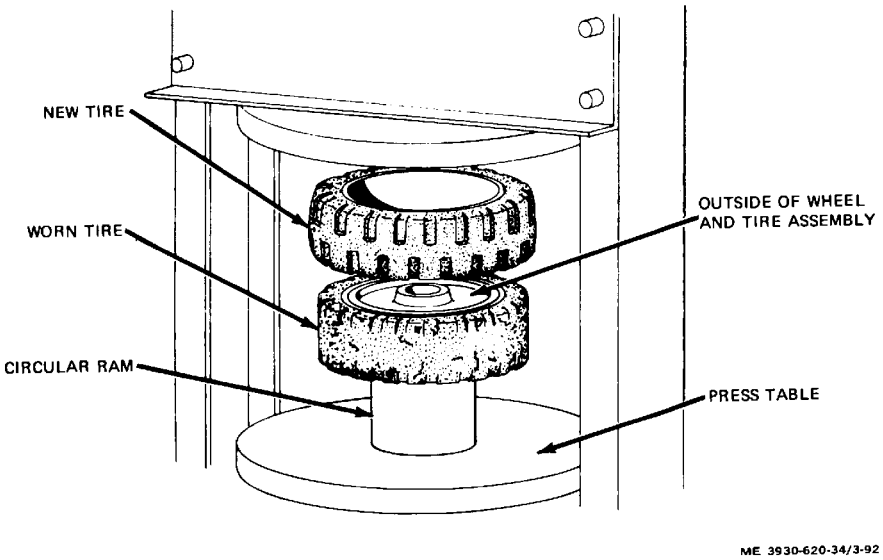

Figure 3-92. Cushion tire replacement.
a. General. The wheels used for cushion tires are machined from castings. Any misalignment of the tire and wheel, while the tire is being pressed onto the wheel, can cause possible damage to the wheel. Because of this, a chamfer has been provided on the outside edge of the wheel and on the end of the inside diameter of the tire's metal insert. The chamfers help center the wheel and tire during the pressing operation and reduce the possibility of misalignment. (fig. 3-92.)